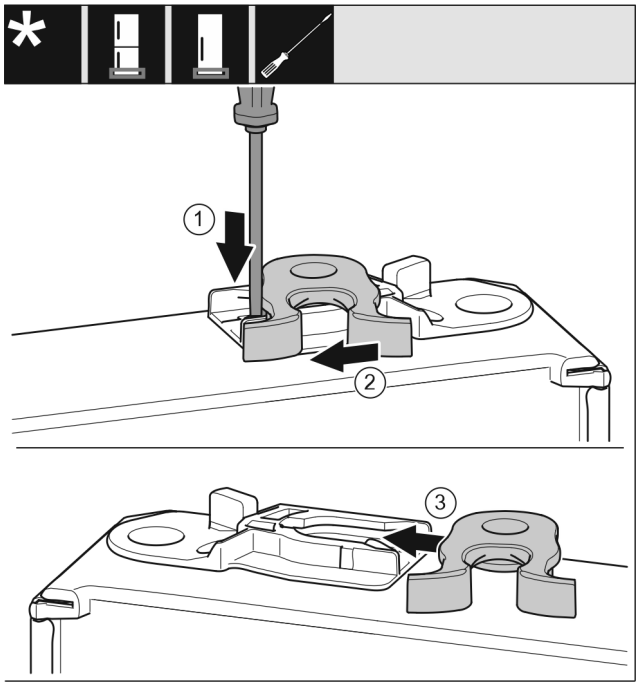

Fig. 18
▶ Spiediet ar plakano skrūvgriezi mēlīti *Fig. 18 (1)* uz leju.
▶ Izvelciet aizvēršanas āķi *Fig. 18 (2)* no vadotnes.
▶ Iebīdiet aizvēršanas āķi *Fig. 18 (3)* vadotnē otrajā pusē.